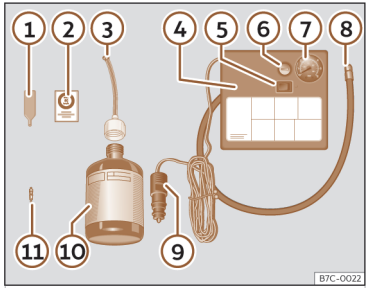

Fig. 232 Representación estándar: contenido del kit antipinchazos.
El kit antipinchazos se encuentra en el compartimento del maletero bajo el revestimiento del suelo. Incluye los siguientes componentes ››› **fig. 232**:
- Desenrosque la caperuza y el obús de la válvula del neumático. Utilice el aparato ››› **fig. 232** ① para extraer el obús. Colóquelo en una superficie limpia.
- Agite con fuerza la botella de sellante de neumáticos ››› **fig. 232** ⑩.
- Enrosque el tubo de inflado ››› **fig. 232** ③ en la botella de sellante. El precinto de la botella se romperá automáticamente.
- Retire el tapón del tubo de llenado ››› **fig. 232** ③ y enrosque el extremo abierto del tubo en la válvula del neumático.
- Vuelva a colocar el obús con el aparato ››› **fig. 232** ① en la válvula del neumático.
- Enrosque el tubo de inflado del neumático del compresor ››› **fig. 232** ⑧ en la válvula del neumático.
- Compruebe que el tornillo de evacuación de aire está cerrado ››› **fig. 232** ⑥.
- Acople el conector >>> fig. 232 ⑨ a toma de corriente de 12 voltios del vehículo >>> pág. 255.
- Conecte el compresor de aire con conmutador ON/OFF >>> fig. 232 ⑤.
- Pegue el adhesivo >>> fig. 232 ② en el cuadro de instrumentos, dentro del campo visual del conductor.
Vuelva a enroscar el tubo de inflado >>> fig. 232 ⑧ y compruebe la presión en el manómetro ⑦.